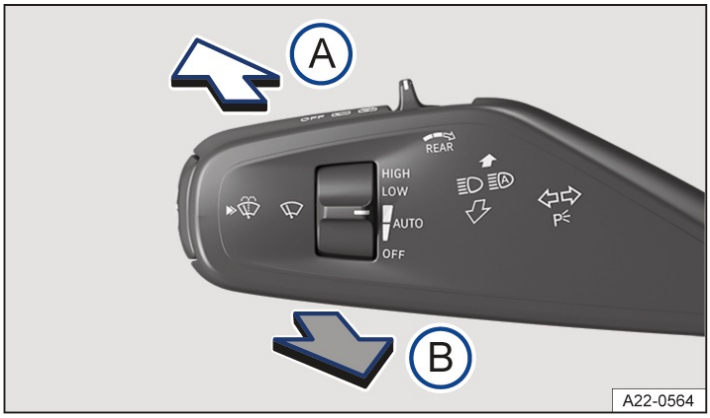

Fig. 1 On the left-hand side of the steering column: lever for turn signal, high beam and windshield wiper.
3. Tap the lever forwards out of the basic position→ *fig. 1* (A).